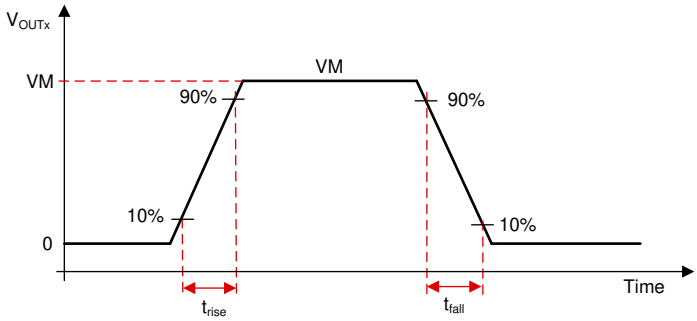

図 41. Slew Rate Timings
The slew rate of each half-bridge can be adjusted by HBX_SR bits in Slew Rate control register (SR_CTRL_1 and SR_CTRL_2). Each half-bridge can be selected to a slew rate of 0.6-V/µs or 2.5-V/µs. The slew rate is calculated by the rise-time and fall-time of the voltage on OUTx pin as shown in 図 41. The slew rate (SR) is calculate as shown in